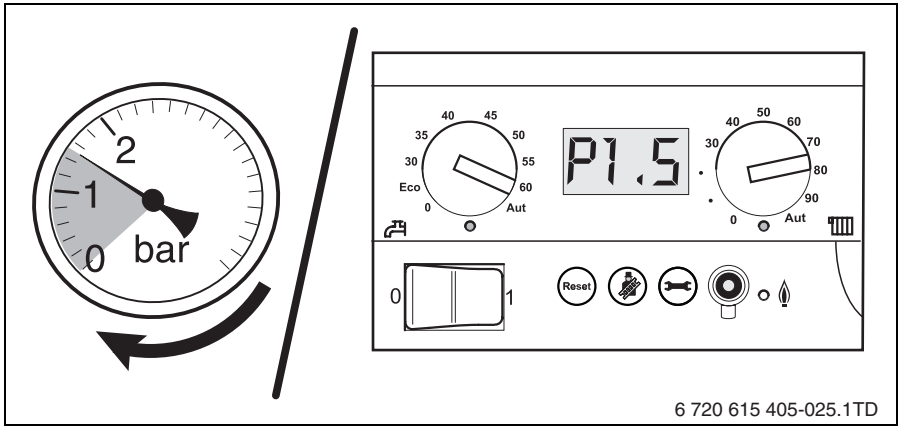

Fig. 10 Indicación de la presión analógica/ digital
- Abrir el grifo de llenado y llenar la instalación de calefacción hasta 1,5 bar. Para ello, observe la indicación de presión (→ fig. 10) para el circuito de calefacción.